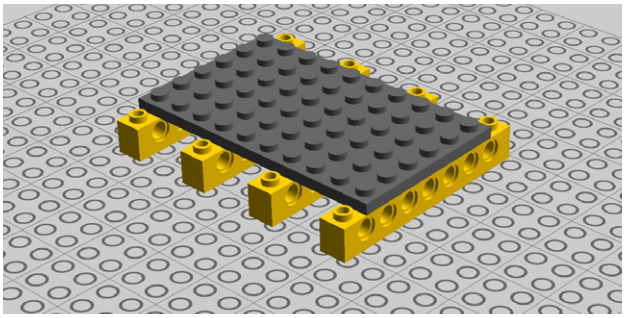

Figure 5-8. *Step 1: Securing the bricks and plate*
1. Let's begin with the base. Secure four Technic bricks with a 6x10 plate (see Figure 5-8).